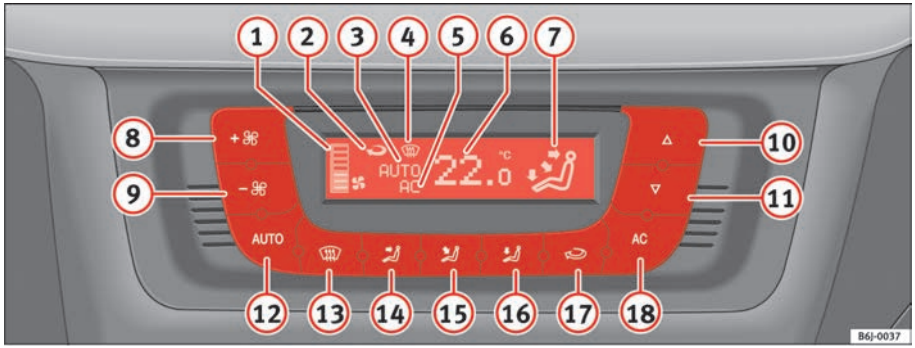

Fig. 91 Climatronic controls on the instrument panel
– Turn the temperature selector ⇒ page 121, fig. 91 (10) to adjust the desired temperature.
(1) Blower level indicator.
(2) Air recirculation display:
(3) Display **AUTO** (Automatic operation)
(4) Demisting indicator
(5) AC indicator (Cooling connected)
(6) Interior temperature indicator selected
(7) Air flow direction indicator
(8) Fan speed increase
(9) Fan speed decrease
– Press the button AUTO. The indication ⇒ page 121, fig. 91 (7) is visible.
– Press one of the buttons ⇒ page 121, fig. 91 14 to 16 or press the blower control 8 and 9 down. The indicator is switched off 3.
The blower can be adjusted with buttons 8 and 9 ⇒ page 121, fig. 91. If the blower is off (level 1 is not shown on the screen) and button 9 is kept pressed down, the Climatronic switches off. Then **OFF** is displayed on the screen.
– Press the button to switch air recirculation mode on or off. This is ON if the symbol ⇒ page 121, fig. 91 is displayed on the screen.